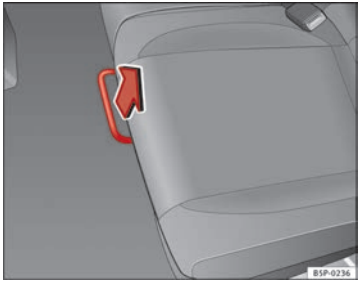

Abb. 95 Entriegelungsstange für den Rücksitz
– Entriegeln Sie den Hebel in sitzender Position in Richtung des Pfeils ⇒ Abb. 95.